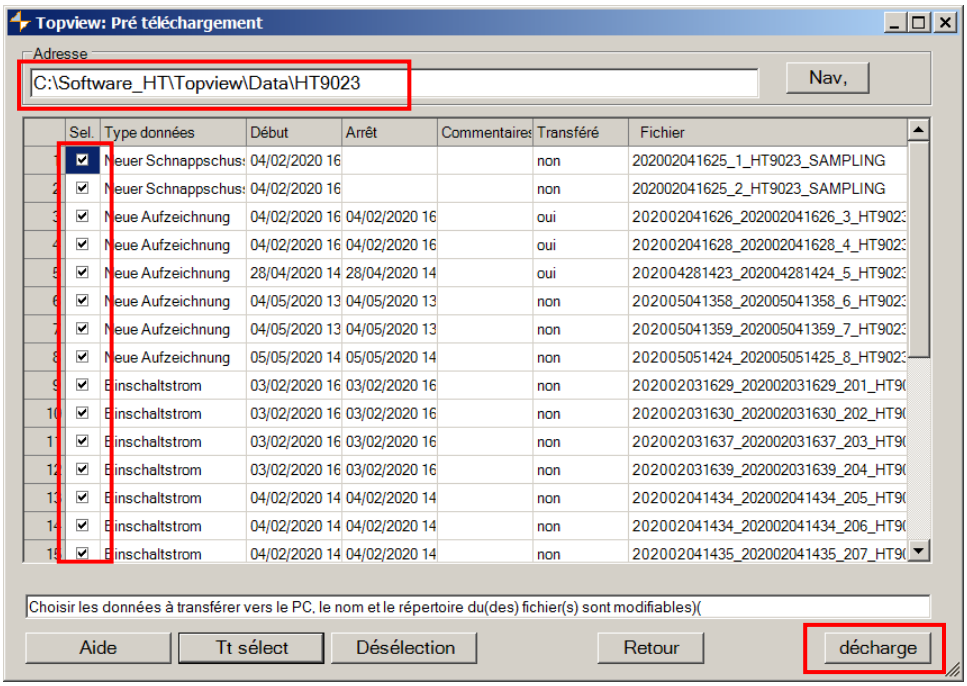

Fig. 17: Sélection des test pour téléchargement données
7. Cliquez sur le bouton «**Suivant**» pour ouvrir la fenêtre de téléchargement (voir Fig. 17). Vérifiez les mesures que vous souhaitez télécharger, choisissez le chemin où vous souhaitez les enregistrer et cliquez sur le bouton "**Décharge**" pour démarrer le transfert